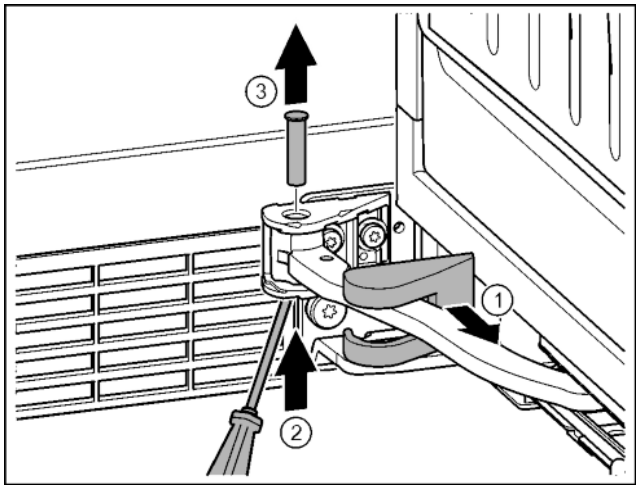

Fig. 18
▶ Lagerbockabdeckung abziehen und entlang des Gelenks verschieben. *Fig. 18 (1)*
▶ Bolzen mit Finger oder Schraubendreher von unten anheben. *Fig. 18 (2)*
▶ Mit Schraubendreher unter den Bolzenkopf fahren und herausziehen. *Fig. 18 (3)*